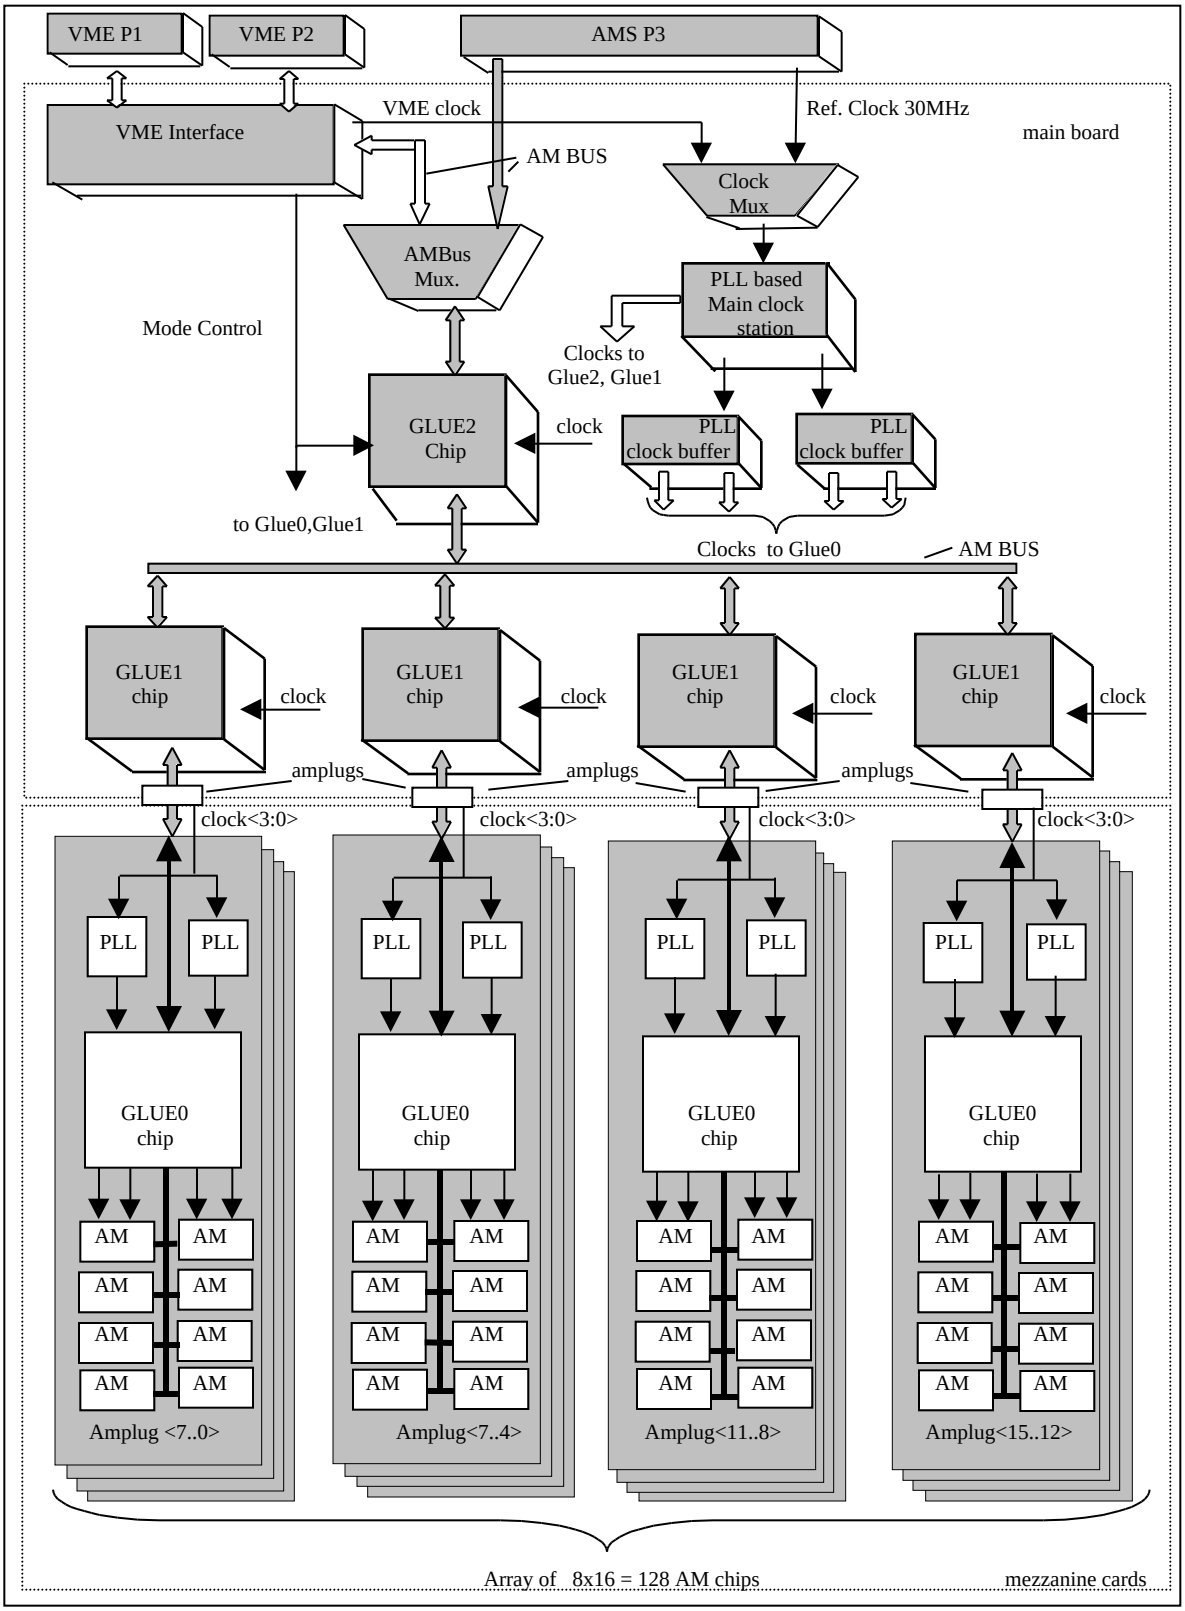

Figure 1. Associative Memory Board block diagram.
The layout of the AM board (9Ux400 VME) is shown in figure 1. The main parts are:
- *Glue tree*. The GLUE chips implement pipeline and fanout functions for the operation of array of AM chips. The AM board has three different types of GLUE chips corresponding to different levels of a tree having the AM chips as leaves (see figure 1). At the bottom of the tree the **Glue0** talks to AM chips - *one* Glue0 chip connects *eight* AM chips. The AM board then contains *four* **Glue1** (each connects *four* Glue0) and *one* **Glue2** that connects the *four* Glue1. Glue2 also incorporates the VME interface for the AM board and talks to the AM bus on connector P3*.
Figure 1 shows that the input and output GLUE trees of AM board have three levels Each level consist of a number of identical GLUE chips implemented using Field Programmable Gate Arrays (FPGA) by Quicklogic. Each GLUE chip has ideally two "sides" UP and DOWN, corresponding to the signals going respectively to the higher and lower level in the GLUE tree. At each level there are common input and output busses:
Appendix A Figure 1. AM chip internal Structure.